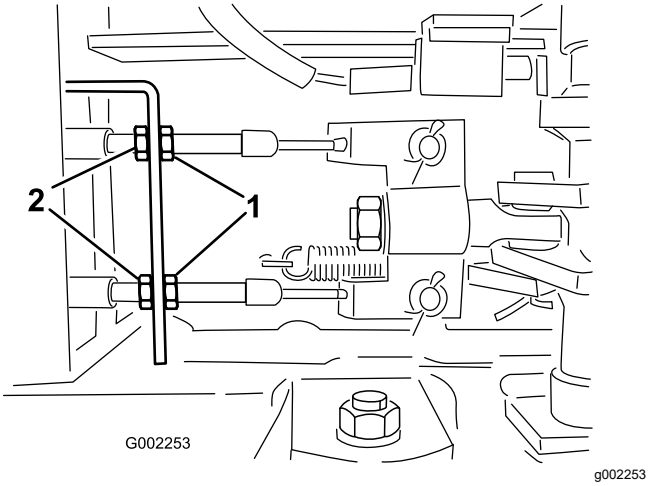

Рисунок 105
5. Ослабьте передние контргайки на тросах тормоза под передним концом опрыскивателя (Рисунок 105).
6. Равномерно затягивайте задние контргайки до тех пор, пока педаль тормоза не будет перемещаться в пределах от 1 до 2 см до ощущения сопротивления (Рисунок 105).